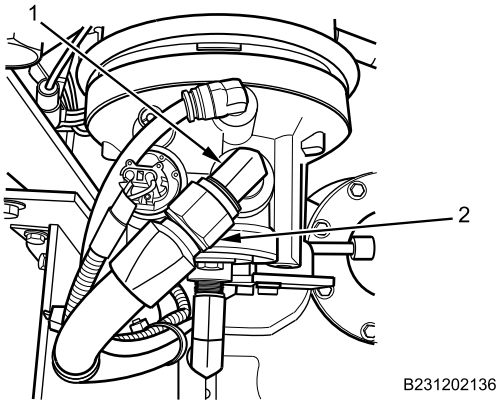

Figure 7. Air Line Hose at Air Dryer.
13. Disconnect air compressor delivery air line hose (Figure 7, Item 2) from air dryer fitting (Figure 7, Item 1).
14. Remove air compressor delivery air line hose (Figure 7, Item 2) from vehicle.